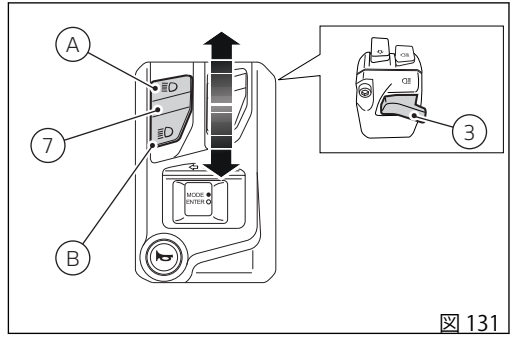

図 131
ロービームランプが点灯した場合、ボタン (7、図 131) のポジション (A) でハイビームランプも点灯するか、ボタン (3、図 131) でライトをフラッシュすることができます。
Key-ON した後にエンジンを始動しない場合でも、左側スイッチのボタン (7、図 131) をポジション (B) と (A) に押してロービーム / ハイビームランプを起動できます。ボタン (3、図 131) を押すとライトをフラッシュします。
ボタン (7、図 131) を押すと、ハイビームランプまたはロービームランプが点灯し、DRL が消灯します。ランプボタン (7、図 131) を離すと、DRL が再び自動的に点灯します。